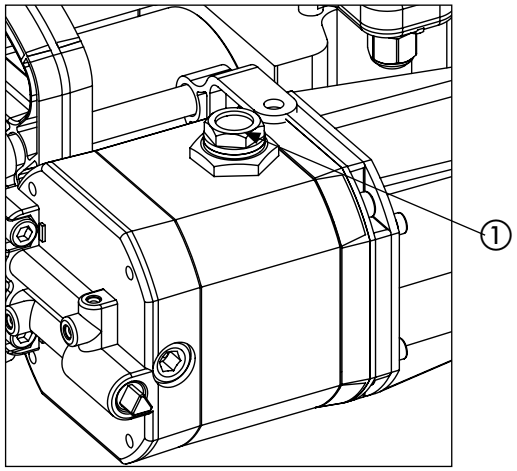

Fig.30
10) Add oil till the oil level is just below the cap (Fig. 30, ref. ①)